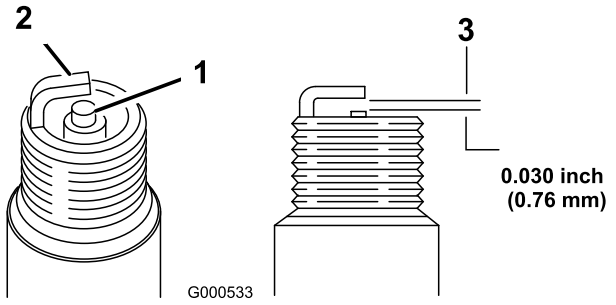

Figuur 29
5. Stel de elektrodenafstand in op 0,76 mm (Figuur 29).